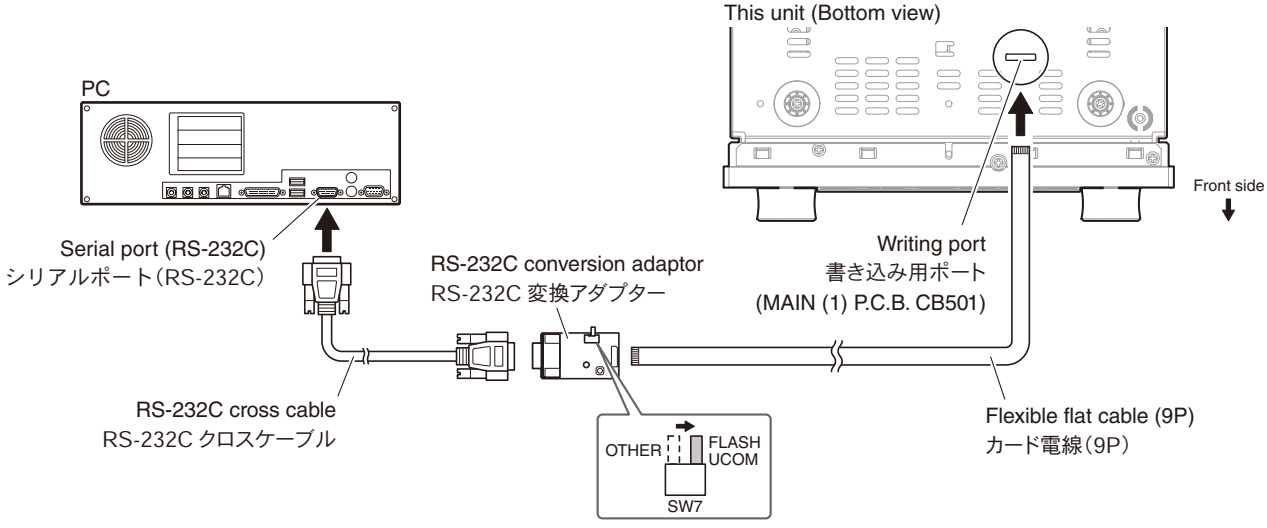

Fig. 1
- Set the switch (SW7) of RS-232C conversion adaptor to the “FLASH UCOM” position. (Fig. 1)
- Connect the writing port (CB501 on MAIN (1) P.C.B.) located on the bottom of this unit to the serial port (RS-232C) of the PC with RS-232C cross cable, RS-232C conversion adaptor and flexible flat cable as shown below. (Fig. 1)
- RS-232C 変換アダプターのスイッチ（SW7）“FLASH UCOM” 側に設定します。（Fig. 1）
- 本機の書き込み用ポート（MAIN（1）P.C.B. の CB501）と PC のシリアルポート（RS-232C）を下記のように接続します。（Fig. 1）